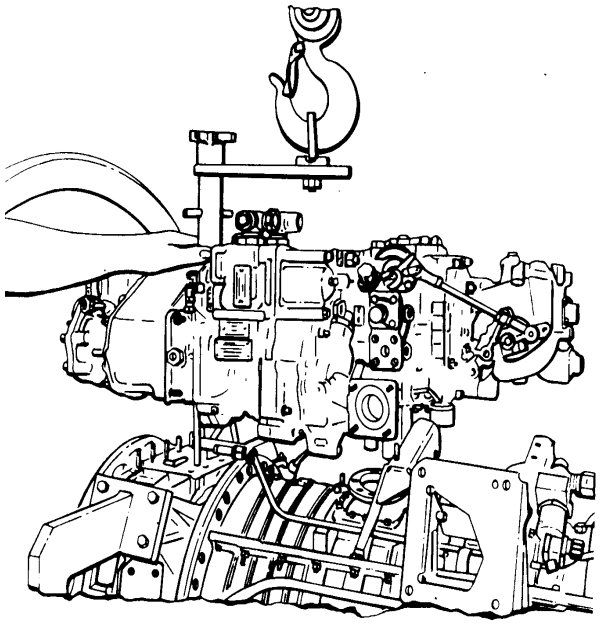

Figure 3. Removing Accessory Drive Housing with 3826 Lift
l. Install 3826 lift in drain plug hole and attach hoist (figure 3).